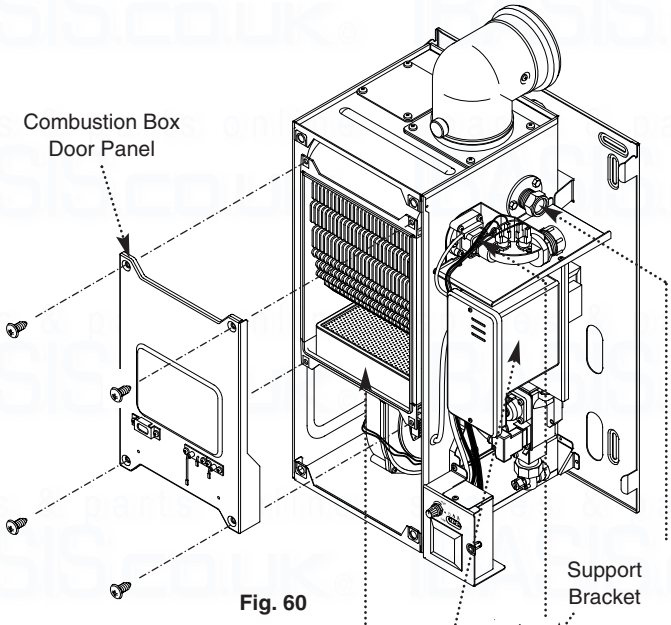

Fig. 60
1. Remove the combustion box door by removing the four securing screws (Fig. 60).